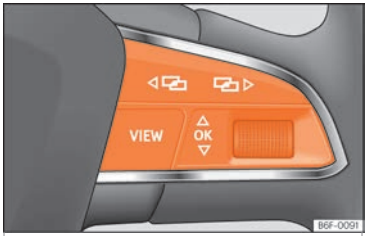

Fig. 126 Lado direito do volante multifunções: botões para utilizar os menus e as indicações informativas do painel de instrumentos.
Enquanto existir uma advertência com prioridade 1 ››› **Página 114**, não será possível aceder a nenhum menu. Algumas advertências podem ser confirmadas e ocultadas com o botão OK do volante multifunções ››› Fig. 126.
- Se aparecer uma mensagem ou o pictograma de um veículo, pressione o botão OK ››› Fig. 126; se for necessário, várias vezes.
- Para mudar de menu use os botões ◁ ou ▷ ››› Fig. 126.
- Para abrir o menu ou a indicação informativa exibida, pressione o botão OK ››› Fig. 126 ou espere alguns segundos até que o menu ou a indicação informativa se abra automaticamente.
- No menu visualizado, rode a rodinha direita do volante multifunções ››› Fig. 126 até que a opção de menu desejada fique realçada. A opção aparece assinalada.
- Pressione o botão OK ››› Fig. 126 para realizar as alterações desejadas. Uma marca indica que a função ou o sistema em questão estão ativos.
Pressione o botão ◁ ou ▷ ››› Fig. 126.